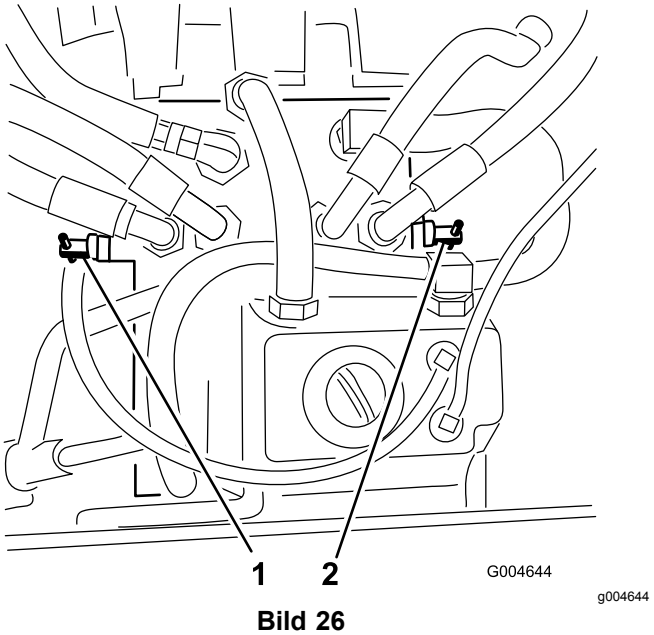

**Bild 26**
2. Ermitteln Sie die Sicherheitsventile (Bild 26) und drehen jedes Sicherheitsventil eine Umdrehung nach links.
4. Drehen Sie jedes Sicherheitsventil um eine Umdrehung nach rechts (Bild 26), um sie zu schließen.